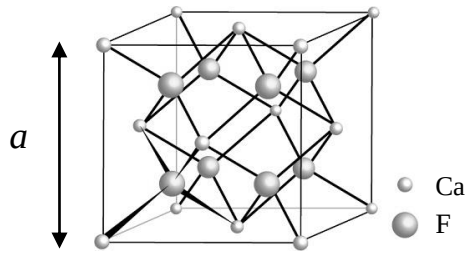

図 1
酸化インジウム（In_2O_3）は常温，常圧において，立方晶に属するビックスバイトと呼ばれる構造をとる。この構造は蛍石（CaF_2）型構造（図 1）から一部の原子を取り除いたものとみなすことができる。In_2O_3 は可視光を透過する性質を持っており，特に，In サイトの数%程度を Sn で置換した ITO（indium tin oxide）は，高濃度の電子キャリアが安定して生成し，ディスプレイ用の透明導電層に利用されている。以下の問いに答えよ。
1. 図 1 の蛍石型構造が属するブラベー格子の名称を答えよ。
2. 図 1 の蛍石型構造の Ca と F をそれぞれ In と O で置き換えると，In を囲む O が占めることのできる位置（サイト）は 8 個ある。しかし，実際の In_2O_3 結晶では In に対する O の配位数は 6 である。即ち，ビックスバイト構造では、8 個の O のサイトのうち，2 つは空サイトのままとなる。空サイトは互いに隣り合わないように配置されることを考慮すると，In を取り囲む酸素の配置には，結晶学的に等価ではない 2 通りがある。この 2 つの配置の違いについて図を用いて説明せよ。ただし，In 原子を中心に置き，それを取り囲む O 原子を描いた図とすること。